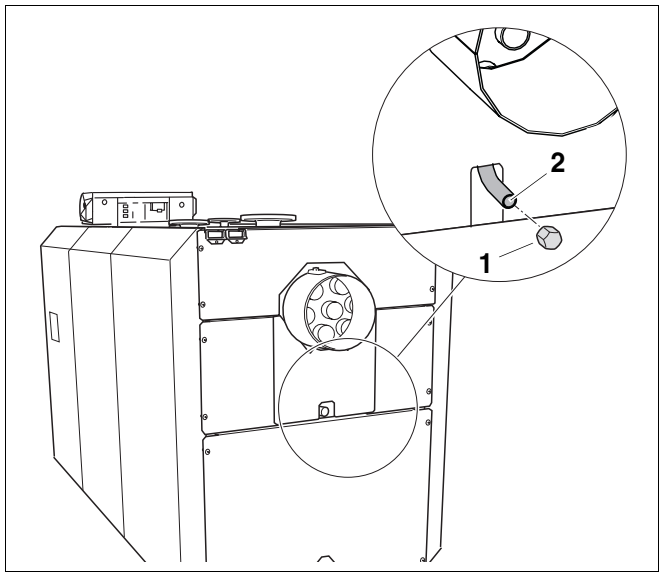

Fig. 56 Aprire/chiudere lo scarico per la pulizia
- Rimuovere il tappo dello scarico della pulizia (fig. 56, **pos. 1**).
- Richiudere nuovamente lo scarico per la pulizia (fig. 56, **pos. 2**) con il tappo (fig. 56, **pos. 1**).